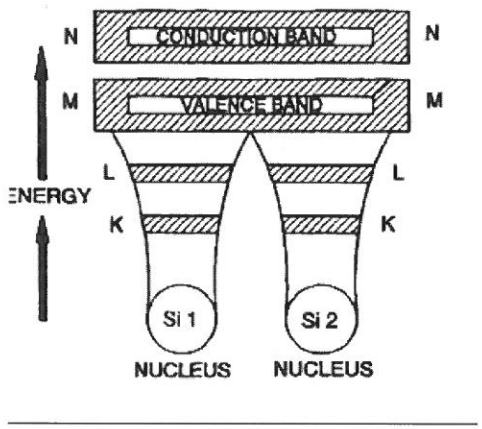

Figure 3-1
- Figure 3-1 shows two Silicon atoms sharing valence electrons. The structure that results is called a crystal.